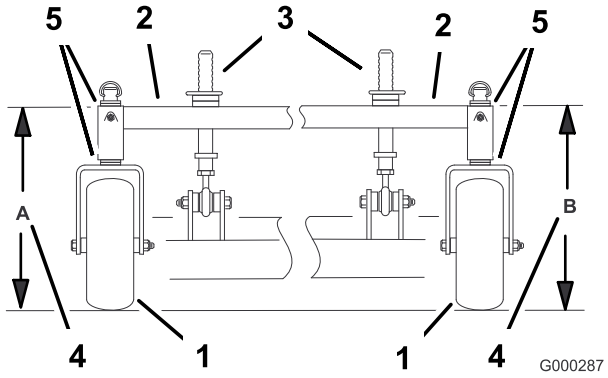

Figura 64
4. Mida la altura del bastidor de tiro en la posición **A** (Figura 64).
5. Mida la altura del bastidor de tiro en la posición **B** (Figura 64).